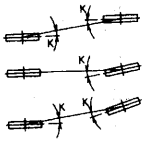
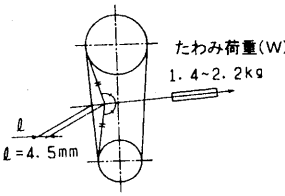

図3 プーリの平行度
図4 Vベルトの張力
ファンプーリと電動機プーリの平行度は下記規格を満足するようにセットしてください。（表2、図3）
1) Vベルトの1本あたりの張力は図3のたわみ荷重(W)を満足し、適正たわみ量（ℓ＝4. 5mm）のたわみ荷重(W)が図4の範囲内にある様にセットしてください。